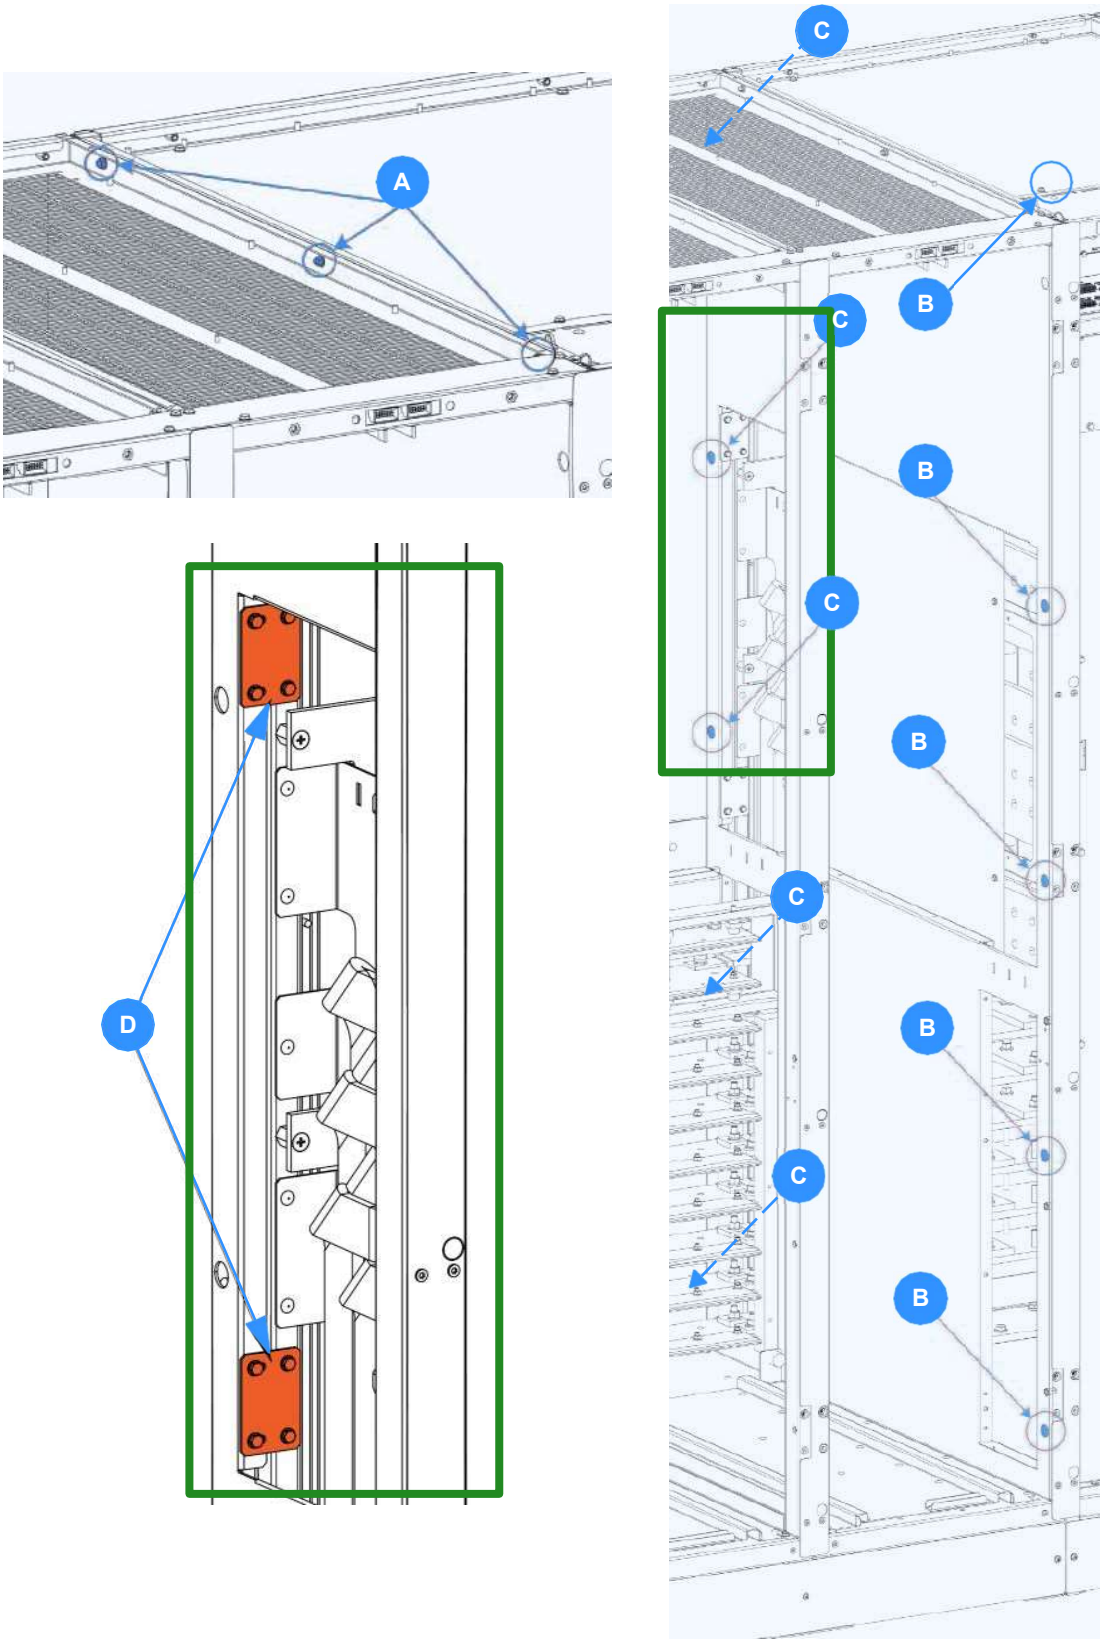

Figure 5.10 Connecting the frames
9. Connect together the adjoining frame front pillars using five M5x12mm self-threading bolts (supplied,) as shown in Figure 5.10 (B).
10. Connect together the adjoining frame back pillars using five M5x12mm self-threading bolts (supplied), as shown in Figure 5.10 (C).
11. Fit two junction metal plates to the inside plane of the adjoining frame back pillars and secure in place using eight M5x12mm self-threading bolts (supplied), as shown in Figure 5.10 (D).